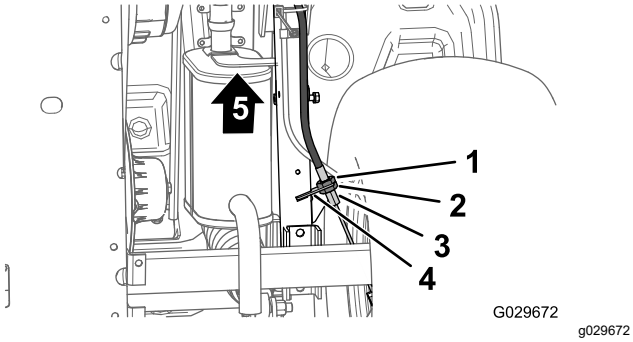

**Figura 67**
3. En la parte inferior de la máquina, afloje 4 vueltas la contratuerca trasera del ajustador roscado del cable del freno de estacionamiento (Figura 67).
4. Apriete la contratuerca delantera (Figura 67).
A. Afloje 1 vuelta la contratuerca delantera (Figura 67) del ajustador roscado del cable del freno de estacionamiento.
B. Apriete la contratuerca trasera (Figura 67).
A. Afloje 1 vuelta la contratuerca trasera (Figura 67) del ajustador roscado del cable del freno de estacionamiento.
B. Apriete la contratuerca delantera (Figura 67).